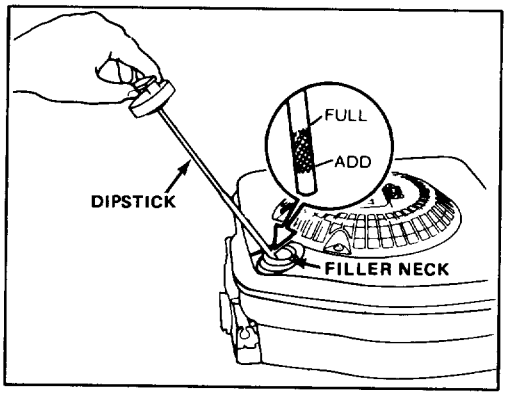

**Figure 4**
Before each use, assure oil level is between FULL and ADD marks on dipstick (Fig. 4). Add oil if level is low.
3. Wipe dipstick and insert it into filler neck. Rotate cap clockwise 1/4 turn. Then remove dipstick and check level of oil on side of dipstick with FULL and ADD marks (Fig. 4). If level is low, add only enough oil to raise level to FULL mark on dipstick. **DO NOT FILL ABOVE FULL MARK BECAUSE ENGINE COULD BE DAMAGED WHEN STARTED. POUR OIL SLOWLY.**
1. CHECK OIL LEVEL—Maintain oil level between ADD and FULL marks as shown on dipstick (Fig. 4).